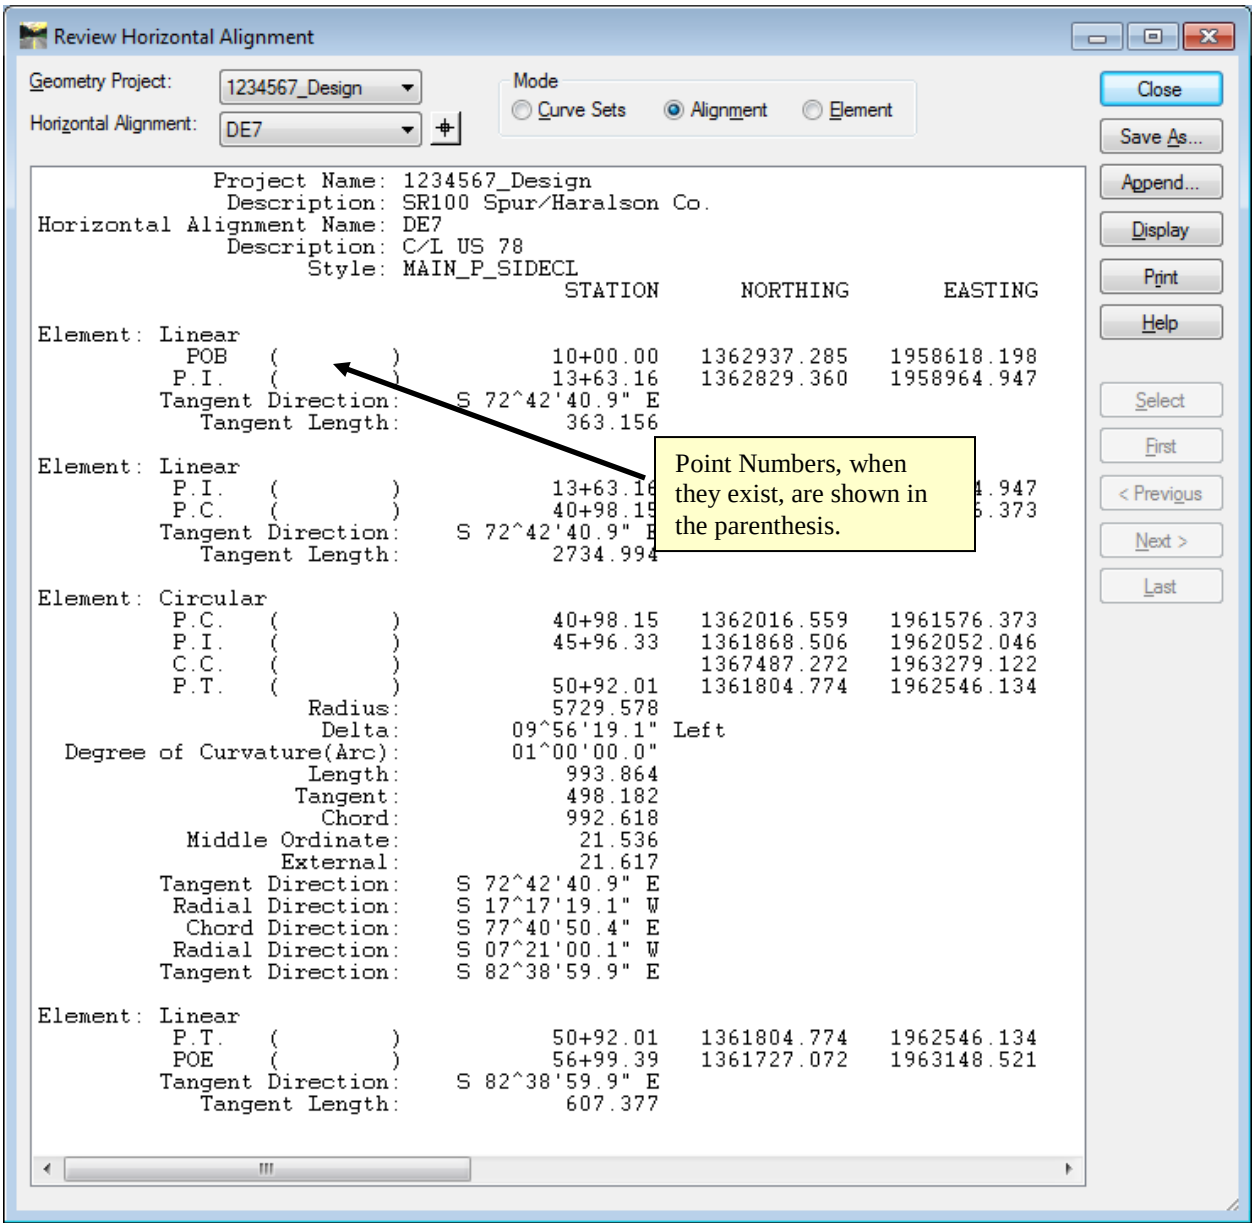

Figure L3-13 Review Horizontal Alignment
18.	**Review Alignment DE7.** • In InRoads, Select **Geometry ► Review Horizontal**. The **Review Horizontal Alignment** Report window opens as shown in *Figure L3-13*. • Notice that there are no Point Names or Numbers associated with the Alignment. • Click **Close** to close the Report window. *From this window a text file may be saved by clicking the Save As.. button.*